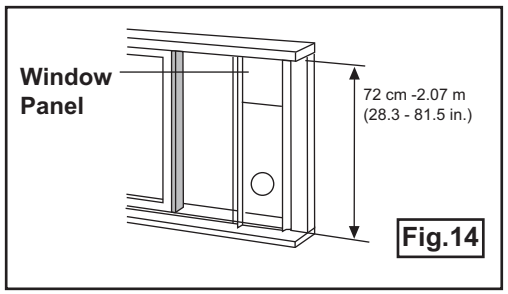

Fig.14
2. Adjust the length of the window slider kit according to the height of the window, shorten the adjustable window kit if the height of the window slider is less than 28.3 inches. Open the window sash and place the window slider kit on the windowsill. See fig. 14.